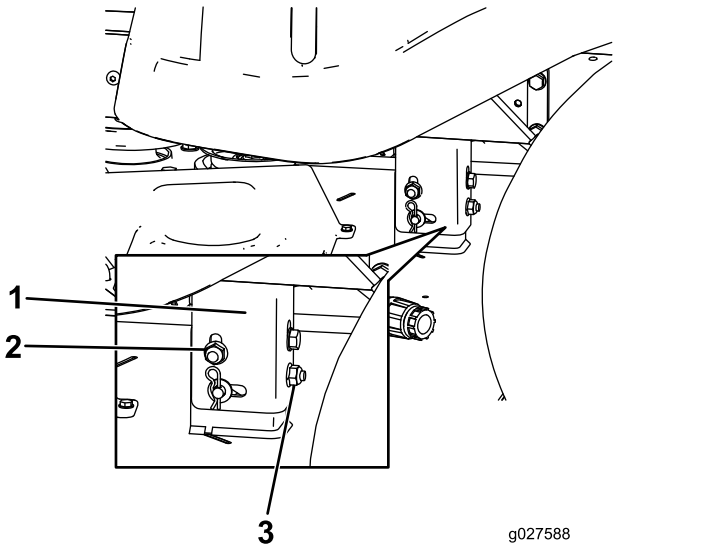

Figur 66
8. Hev eller senk den venstre siden av klippeenheten ved å rotere den bakre låsemutteren (Figur 66).
Merk: Drei den bakre låsemutteren med klokken for å heve klippeenheten, og roter den bakre låsemutteren mot klokken for å senke klippeenheten (Figur 66).